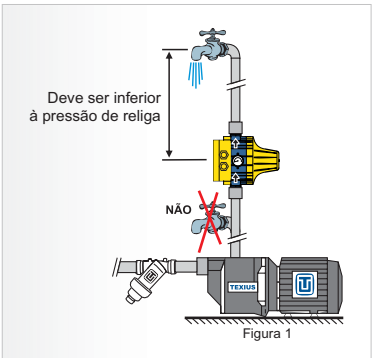

Figura 1
6.1 Não instalar pontos de consumo entre a bomba e o pressostato (ver figura 1)
6.7 Quando houver pontos de consumo acima do pressostato, o desnível máximo entre eles deverá ser inferior à pressão de religa (ver figura 1).